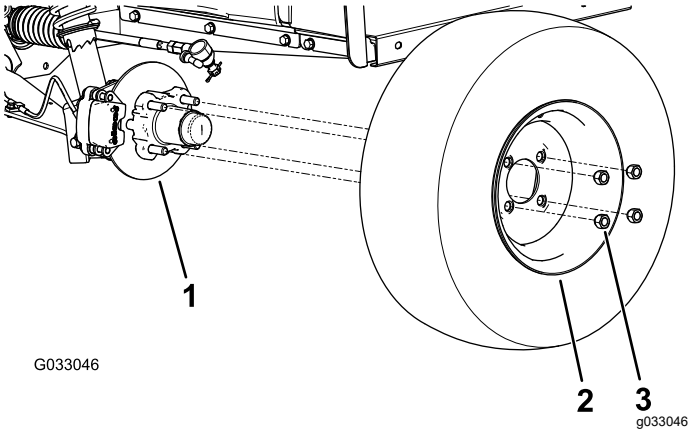

Figur 32
2. Ta bort de fyra hjulmuttrar som håller fast hjulet vid navet (Figur 32).
4. Rikta in hålen i hjulet med tapparna i navet, och montera hjulet på navet med ventilskaftet utåt (Figur 32).
5. Fäst hjulet vid navet med hjulmuttrarna (Figur 32).